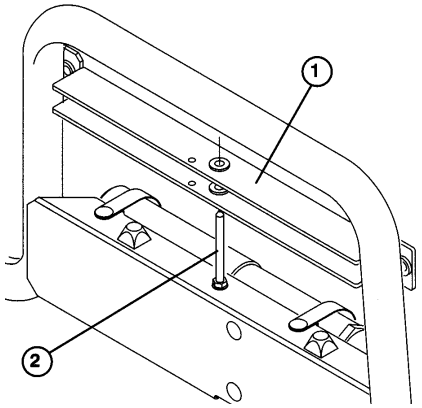

Fig. 23
2. Togliere dalla colonnetta il supporto del piano di trasporto, sopra il profilato d'appoggio dello schienale del Workman (Fig. 23).